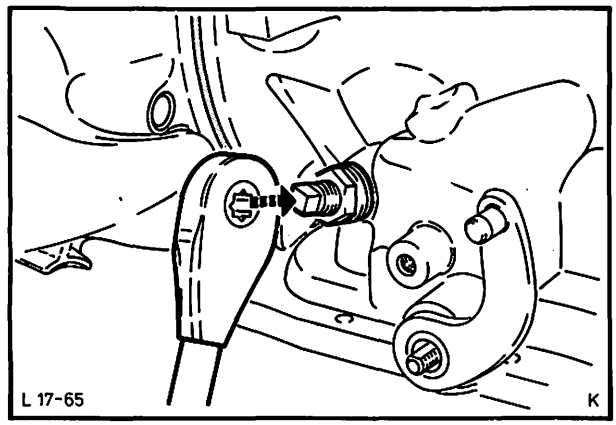

Abb. 96 Vorderes Bremsband mit Werkzeug 17-005 einstellen
50. Mit Werkzeug 17-005 die Bremsband-Einstellschraube so weit hineindrehen, Abb. 96, bis der Drehmomentschlüssel in sich überspringt. Anschließend **Einstellschraube um 1½ Umdrehungen zurückdrehen** und mit neuer Kontermutter sichern, dabei Einstellschraube festhalten.